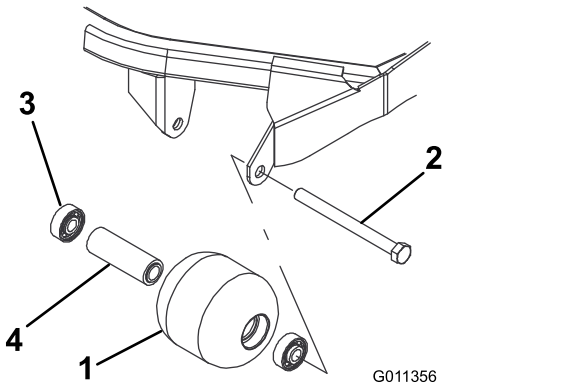

Figur 99
1. Fjern rullemonteringsbolten (Figur 99).
4. Efterse rullehuset, lejerne og lejeafstandsklodsen for skader (Figur 99). Udskift beskadigede komponenter, og saml igen.
1. Tryk det første leje ind i rullehuset (Figur 99). Tryk kun på den yderste løbering eller lige meget på den inderste og den yderste løbering.
2. Indsæt afstandsklodsen (Figur 99)
3. Tryk det andet leje ind i rullehuset (Figur 99), idet du trykker lige meget på den inderste og den yderste løbering, indtil den inderste løbering berører afstandsklodsen.